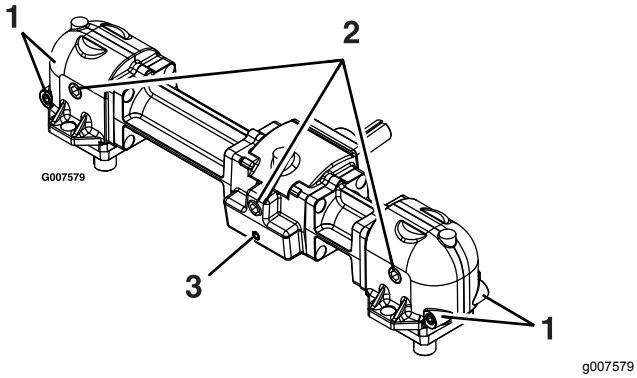

Figur 37
3. Skruv (3)
6. Ta bort den stora oljepluggen på framsidan av alla tre växellådesektioner och tappa ut oljan (Figur 37).